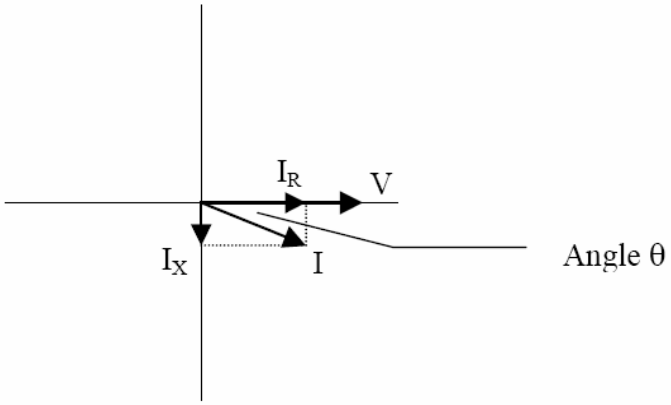

图 1.9：电压和电流的关系
- 有效功率(和电能)是功率的一个组成部分，它由电压和每相电压在该相产生的电流组成，但是在实际应用中，总的电流几乎从来不会与电压同相，因此必须考虑与电压同相的分量和正交(旋转 90 度或者垂直)的分量。图 1.9 为单相电压，并将电流分解为同相分量和垂直分量。
正交电流可以比电压滞后(如图 1.9 所示)或超前，当正交电流滞后于电压时，负载既有有效功率(W)又有无功功率(VAR)，当正交电流超前于电压时，负载有有效功率，但是将无功功率传回了系统，即无功功率的流向与有效功率相反。
位移功率因数 = cosθ, θ 为电压与电流之间的夹角(见图 1.9)